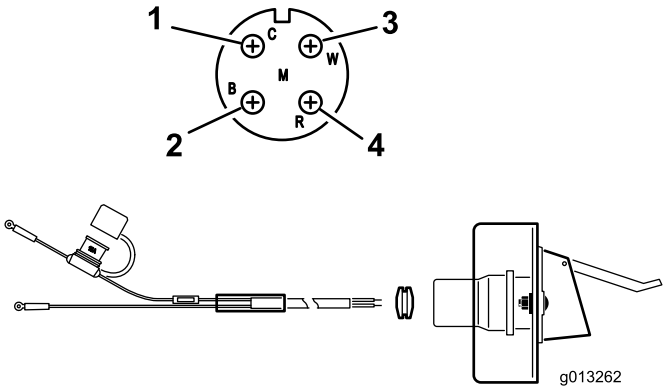

Rysunek 9
2. Poprowadź i zamocuj przewody elektryczne od akumulatora do wspornika wtyku elektrycznego (Rysunek 9).
3. Poprowadź przewody przez wspornik gniazda i załóż na przewody czarny gumowy pierścień uszczelniający (Rysunek 9).